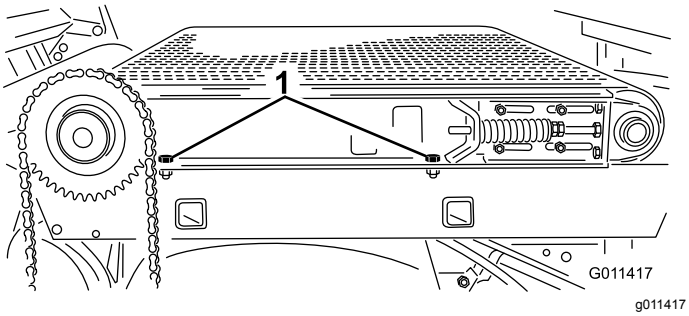

Figur 34
6. På maskinens højre side skal du løsne de 2 maskinskruer, spændeskiver og møtrikker, der fastgør glideladet til stellet (Figur 34). Sørg for, at fastgørelsesanordningerne er tilstrækkeligt løse til, at glideladet kan tippes.